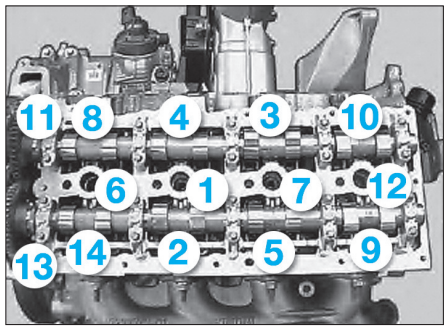

Fig. 103
• Resserrer les vis du porte-arbre à cames dans l'ordre indiqué **(Fig.103)**.